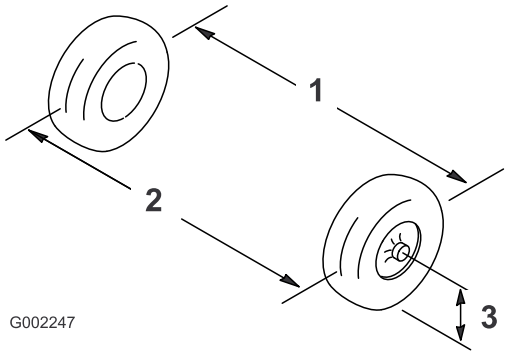

Рисунок 101
2. Измерьте расстояние между обеими передними шинами на уровне моста, с передней и задней стороны передних шин (Рисунок 101).